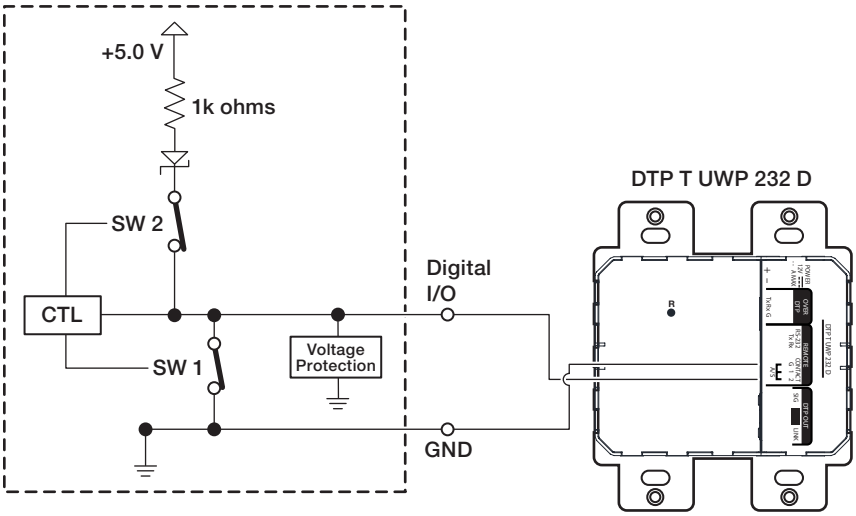

Figure 17. Digital Output Application With Pull-up: Contact Closure Input Selection on a Connected Device
- Figure 17 shows an example application of digital output with pull-up: controlling another device via its contact closure input port.